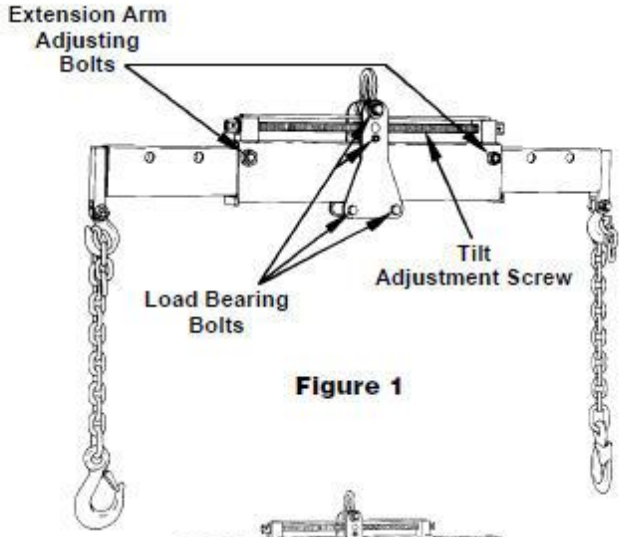

Figure 1
3. Verify the bolts holding the extension arms are securely fastened. See Figure 1.